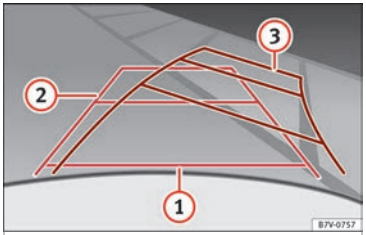

Fig. 217 Display: orientation lines for the parking space behind the vehicle
Meaning of orientation lines displayed on the screen ››› **Fig. 217**. All of the lengths of the orientation lines use a vehicle located on a horizontal surface as reference.
- Reverse slowly and turn the steering wheel so that the yellow orientation lines guide you towards the space ››› **Fig. 217** 3.